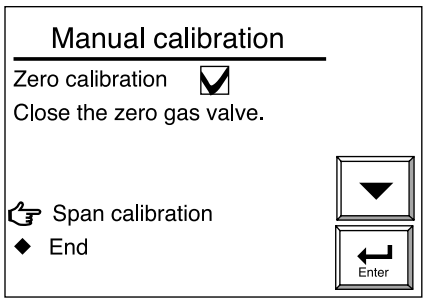

Figura 10.18 Calibrazione gas di zero completa (nel Display Manual Calibration)
(1) Utilizzare lo spillo della valvola del gas di zero “ CHECK GAS “ per praticare un foro nella bombola del gas installata come descritto nella sezione 10.5.2. Ruotare completamente a mano in senso orario il regolatore della valvola.
(2) Regolare quindi la portata a 600 ml/min ±60 ml/min (la sfera di controllo portata arresta il flusso sulla linea verde quando la valvola viene aperta lentamente). Ruotare nuovamente lentamente in senso antiorario il regolatore della valvola del gas di zero. La portata scende quindi al calare della pressione interna della bombola del gas. Per tale motivo controllare la portata e quando la posizione della sfera cambia significativamente, regolare nuovamente la valvola.
(3) Selezionare Valve opened (per avviare la calibrazione) nel display Manual calibration. Controllare il display Trend graph per verificare che il valore misurato si sia stabilizzato. Premere quindi il tasto [Enter]. Viene visualizzato il display Manual Calibration illustrato nella figura 10.18. Chiudere quindi immediatamente la portata di gas di zero. Ruotare ora in senso orario il regolatore della valvola del gas di zero. Se il regolatore della valvola non è regolato correttamente, la valvola a spillo non chiude completamente e vi possono essere fughe di gas dalla bombola.
(2) Regolare la portata e selezionare Valve opened nel display Manual Calibration. Controllare il display Trend graph per verificare che il valore misurato si sia stabilizzato. Premere quindi il tasto [Enter] . Viene visualizzato il display Manual Calibration illustrato nella figura 10.18.